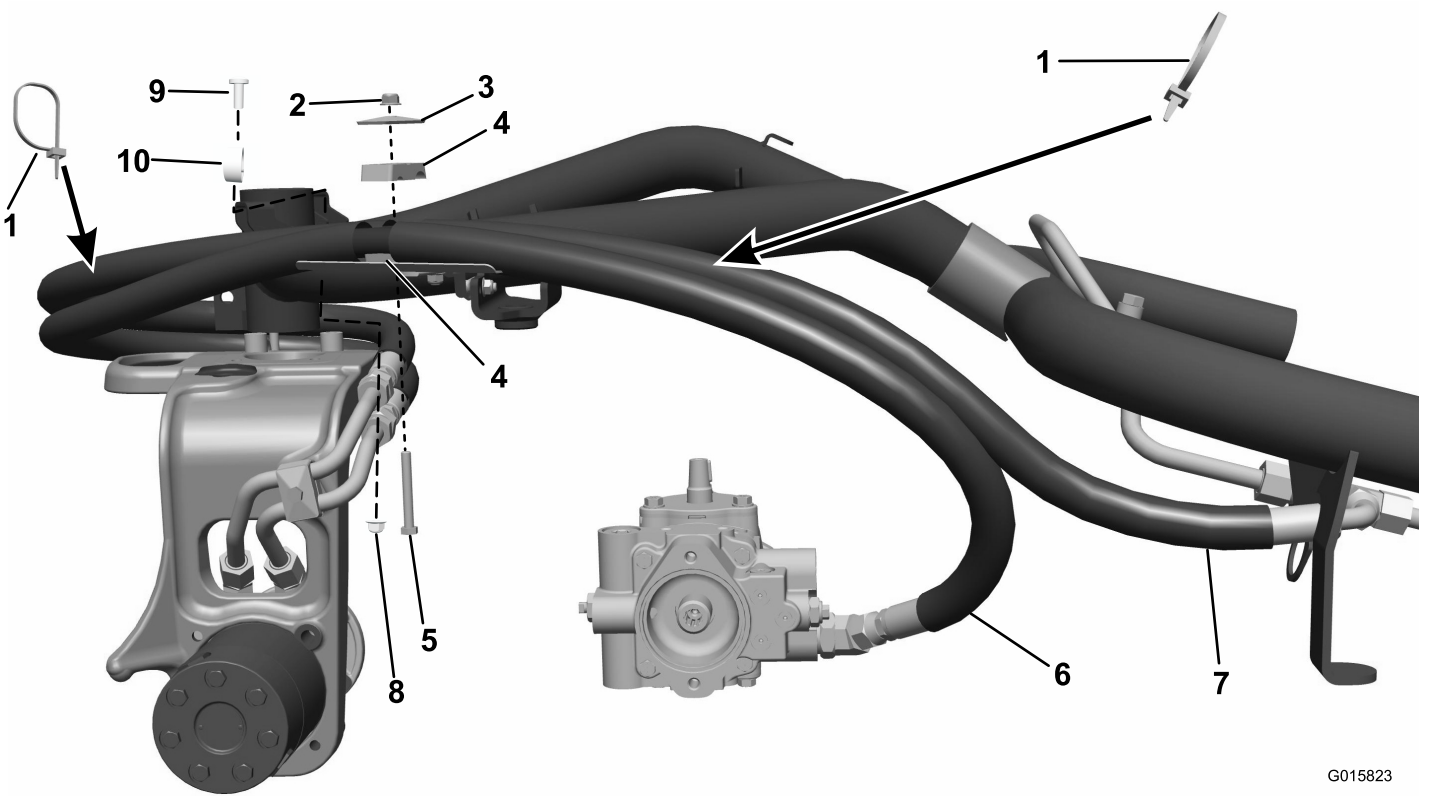
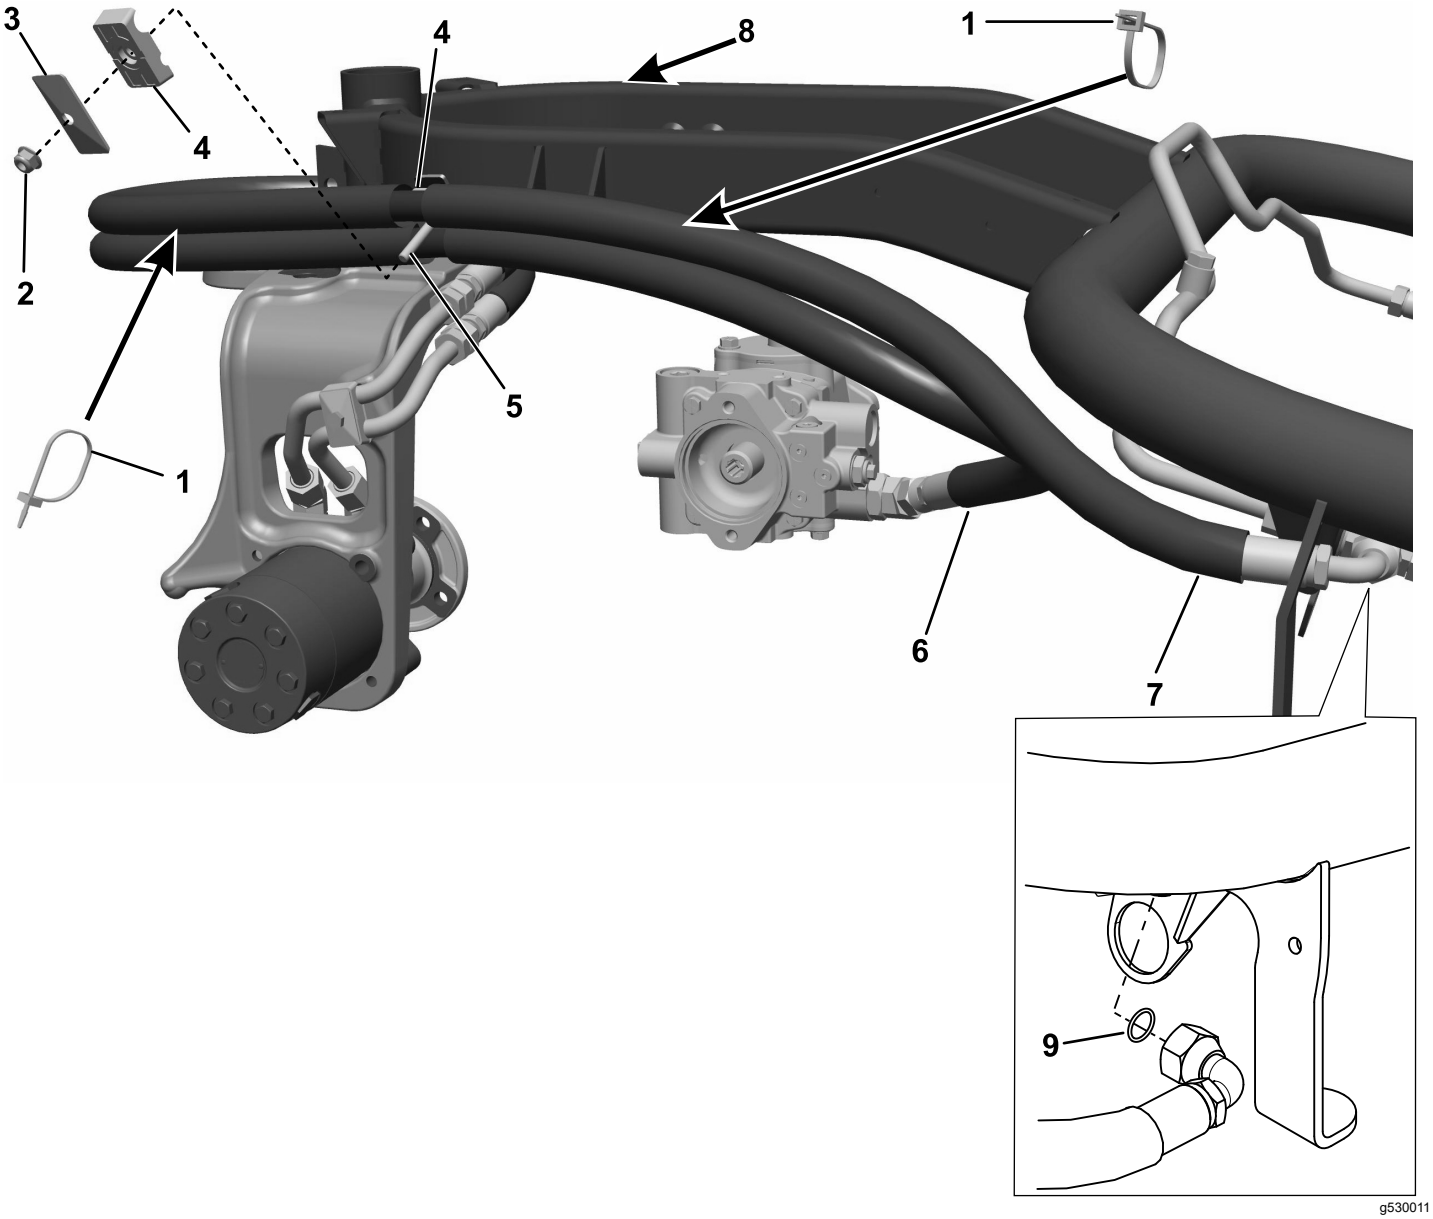

図 10
図 11
3. 両端にストレートフィッティングのついているホースを、キャスタフォークのガイドに通して下側のスチールラインに接続する。反対側の端を油圧タンクの下側フィッティングに取り付ける図 10または図 11。
4. 残りのホースをガイドに通し、上側のスチールラインに接続する。反対側の端とOリングを前輪モーター (図 10 または 図 11) 用の上部ティー継手に取り付ける。
5. 両方のホース・アセンブリを、ホースカバースプリットについているチューブクランプにセットし、クランプをブラケットに取り付ける。 図 10 または 図 11。
9. ホースアセンブリをワイヤタイで縛り付ける図 10 または 図 11。ホース端部、フィッティング、クランプの本締めを行う。